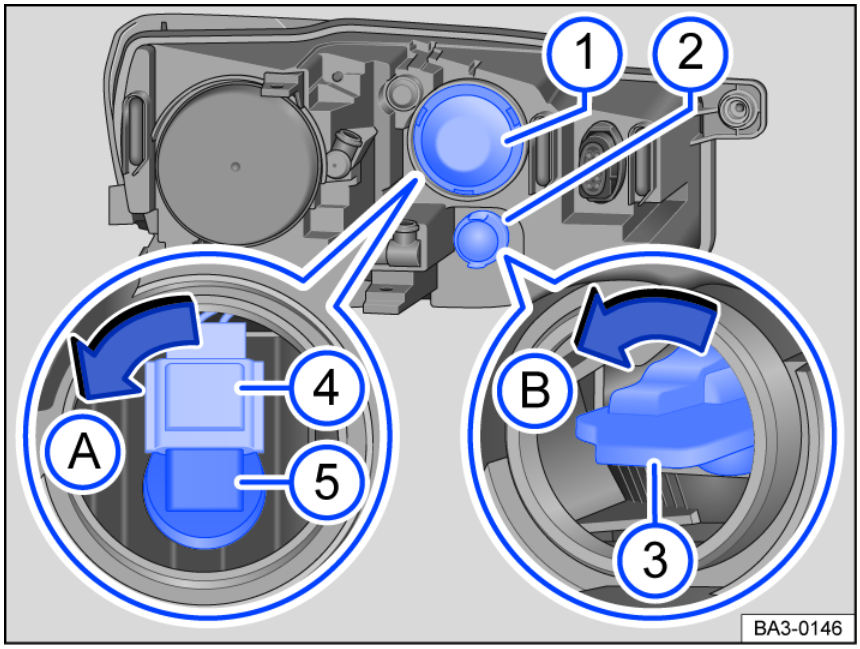

Fig. 128 In the engine compartment: Rear view of the left-side headlight.
3. Remove the rubber cover *fig. 128* (1) on the rear side of the headlight.
4. Turn the bulb for the high beam headlight *fig. 128* (5) in the direction of the arrow (arrow (A)) and remove it from the headlight. Then release plug connector *fig. 128* (4) and remove.
6. Connect the connector *fig. 128* (4) to the bulb for the high beam headlight *fig. 128* (5), ensuring that it audibly locks into place. Then insert the bulb for the high beam headlight *fig. 128* (5) into the headlight and turn it in the opposite direction of the arrow (arrow (A)) as far as it will go.
7. Fit the rubber cover *fig. 128* (1) on the rear side of the headlight.
3. Remove the rubber cover *fig. 128* (2) on the rear side of the headlight.
4. Turn the bulb holder *fig. 128* (3) in the direction of the arrow (arrow (B)) and remove it from the headlight.
6. Insert the bulb holder *fig. 128* (3) into the headlight and turn it in the opposite direction of the arrow (arrow (B)) as far as it will go.
7. Fit the rubber cover *fig. 128* (2) on the rear side of the headlight.